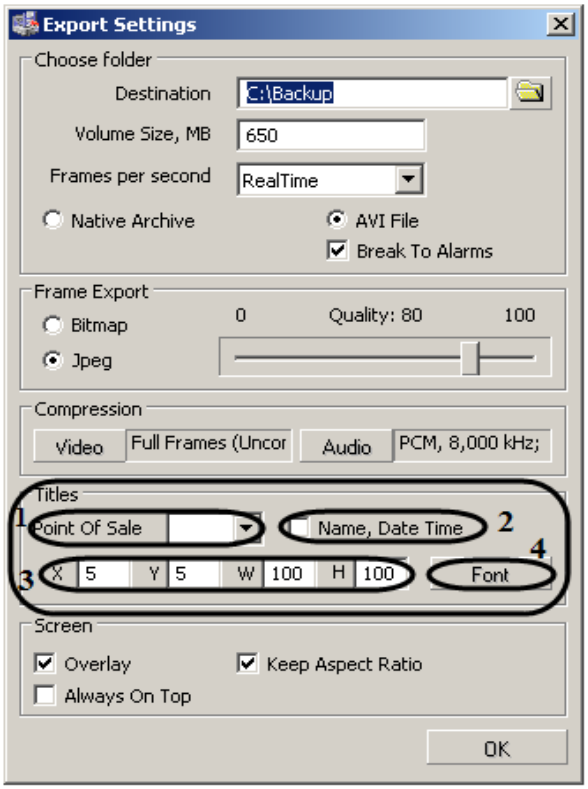

Figure 12.2-17 Setting up the titles displaying
- Set the titles displaying in the Titles group in the dialog window Export Settings (Figure 12.2-17; Table 11.2-13 shows parameters description of the given).